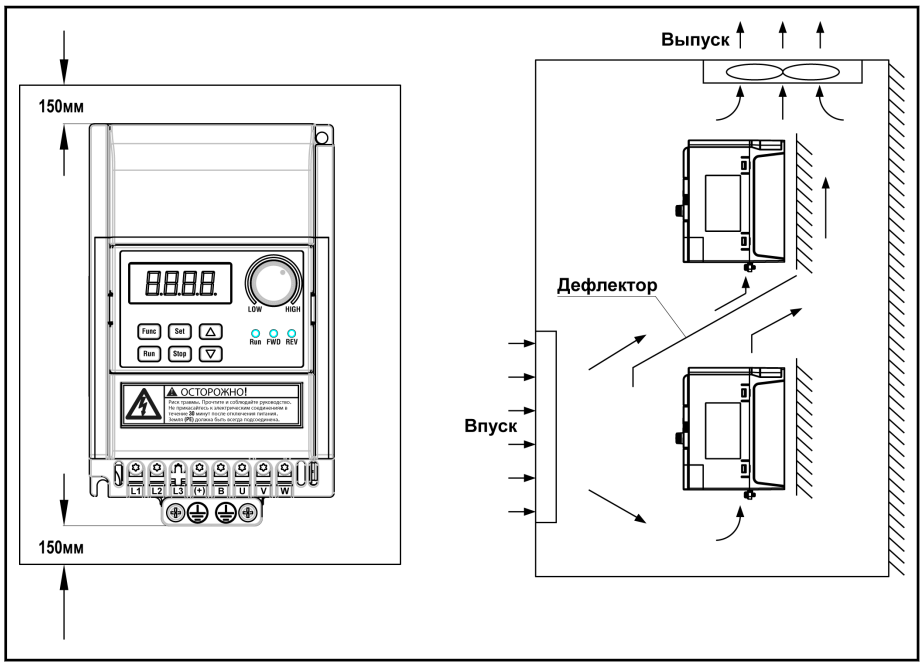

Рис.5-4: Монтаж EFC 3600
①: Выбор правильного предохранителя см. Рис. 5-4 "Размеры предохранителей и кабелей" на стр. 36.
②: Это сократит срок службы релейных контактов и конденсаторов шины постоянного тока и может разрушить резистор для зарядки конденсатора и ограничения тока.